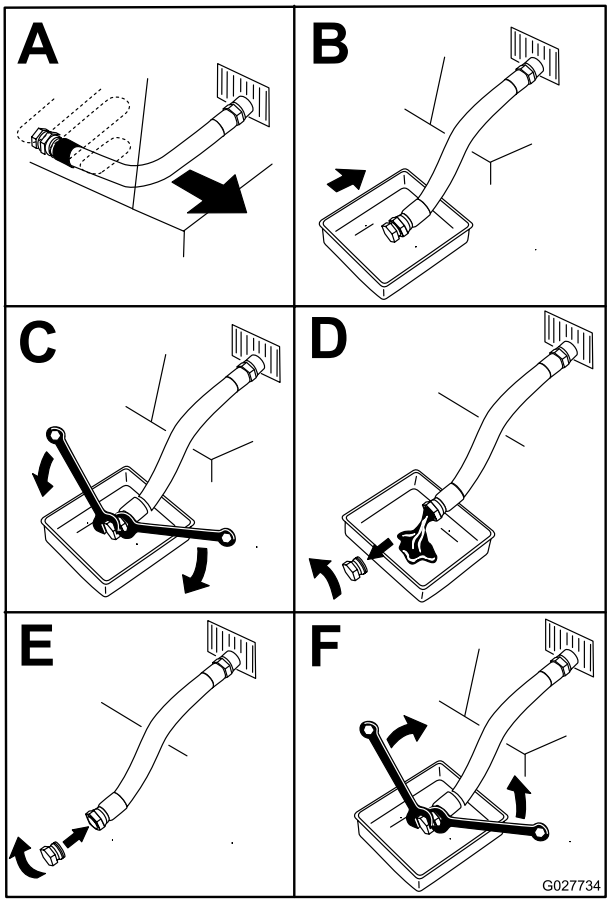

Figure 48
3. Avant de quitter la position de conduite, coupez le moteur, enlevez la clé de contact et attendez l'arrêt complet de toutes les pièces mobiles (Figure 48).